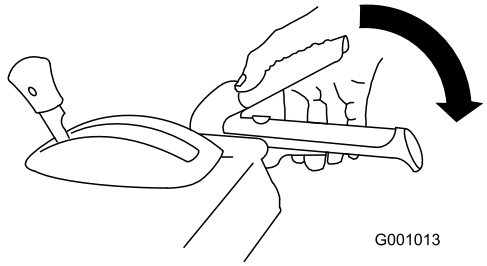

Bild 15
3. Drücken Sie den rechten Kehrbürstenhebel langsam zum Holm, um die Kehrbürste einzukuppeln (Bild 15).